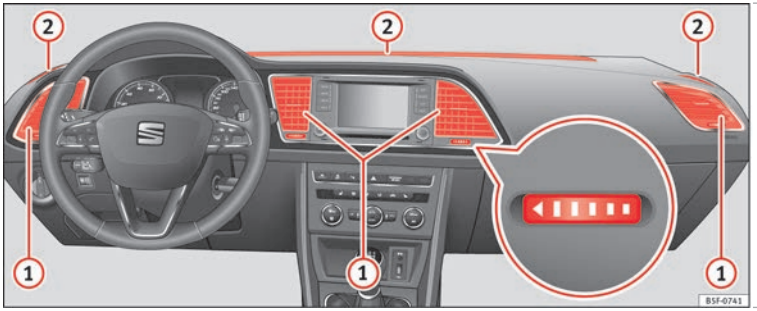

Fig. 184 En el tablero de instrumentos: difusores de aire.
Para garantizar la calefacción, refrigeración y ventilación dentro del habitáculo, los difusores de aire ››› **fig. 184** (1) deberían permanecer abiertos.